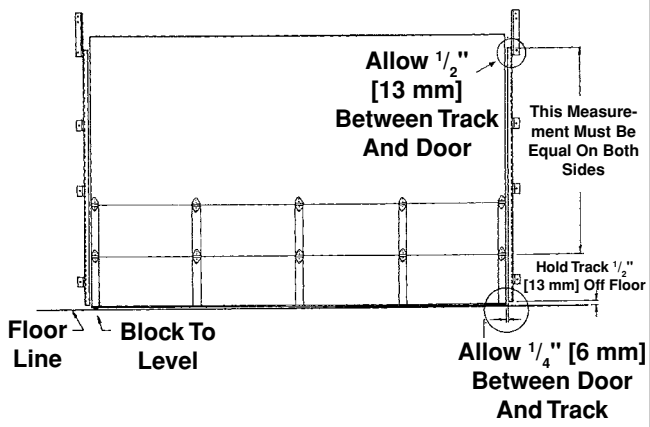
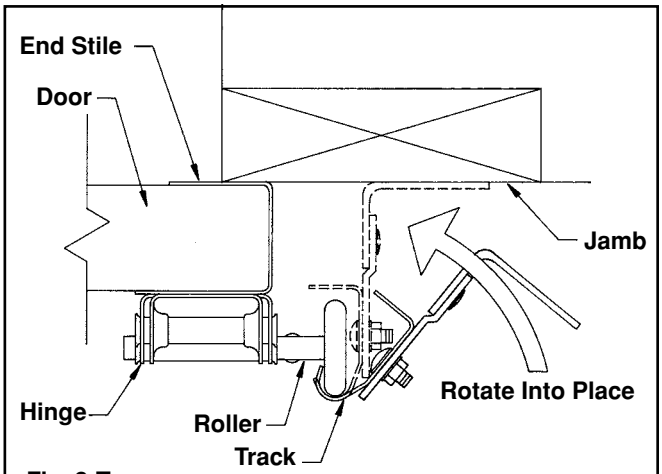
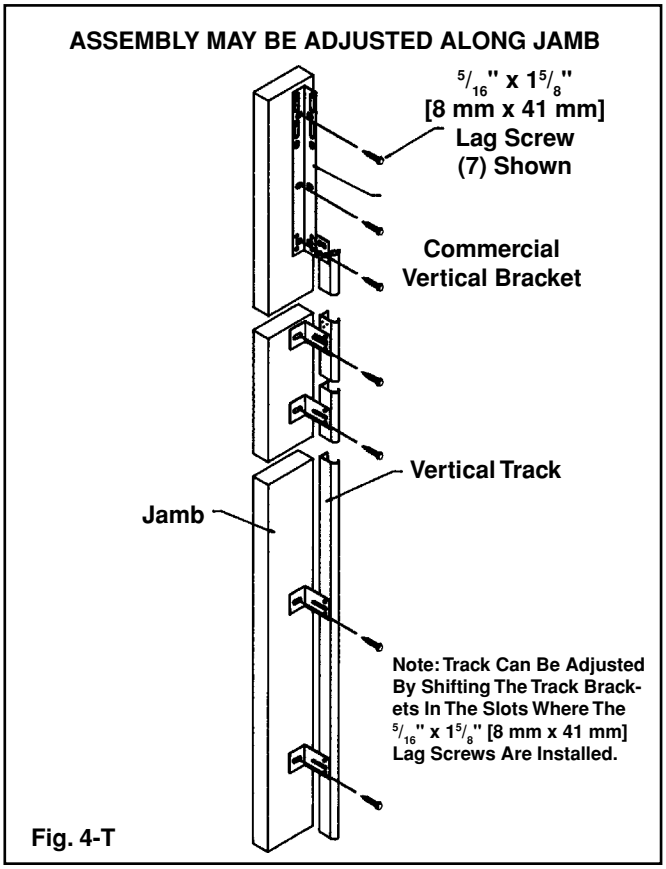

Fig. 2-T
Fig. 3-T
Fig. 4-T
Step 1: Vertical Track. Center bottom section in opening on inside of garage. Level section by blocking up low side. (FIG. 2-T) Leave block until door is completed. Install the vertical track on opposite side of where block was placed, over the two rollers of the bottom section with a twisting motion as in Figure 3-T. Raise track $^1/_2$" [13 mm] off the floor, Figure 2-T, and screw $^5/_{16}$" x $1^5/_8$" [8 mm x 41 mm] lags (wood jambs), or self-drilling screws (steel jambs) through bottom mounting bracket. (FIG. 4-T) Adjust track sideways to allow $^1/_8$" [3 mm] end play in roller—about $^1/_4$" [6 mm] from edge of track to edge of door. (FIG. 2-T) Plumb vertical track and put at least two lags or sheet metal screws in the mounting brackets at the top of the door. Final adjustment will be made after door is stacked. Measure from the top of the vertical track to the top of the bottom section and set the opposite track at exact same height repeating above procedure. (FIG. 2-T) Since the bottom section is level, then the vertical tracks must be level. **Make sure bottom rollers do not come out of the bottom of the track.**
Step 3: Finishing Vertical Track. Set the top of the vertical tracks so that there is $^1/_4$" [6 mm] end play in the rollers, about $^1/_2$" [13 mm] from edge of track to edge of door. (FIG. 2-T) Finish attaching vertical track to the wall. If you are mounting on steel jambs, you will have to wait until you can raise the door to finish attaching vertical tracks.